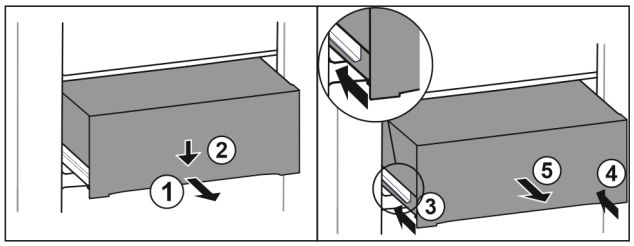

Fig. 133
▶ Zásuvku napůl vytáhněte. *Fig. 133 (1)*
▶ Stlačte zásuvku na přední straně dolů. *Fig. 133 (2)*
▶ Zasuňte levou kolejničku přibližně do 2 cm. *Fig. 133 (3)*
▶ Zasuňte pravou kolejničku přibližně do 2 cm. *Fig. 133 (4)*
▶ Vyjměte zásuvku dopředu. *Fig. 133 (5)*